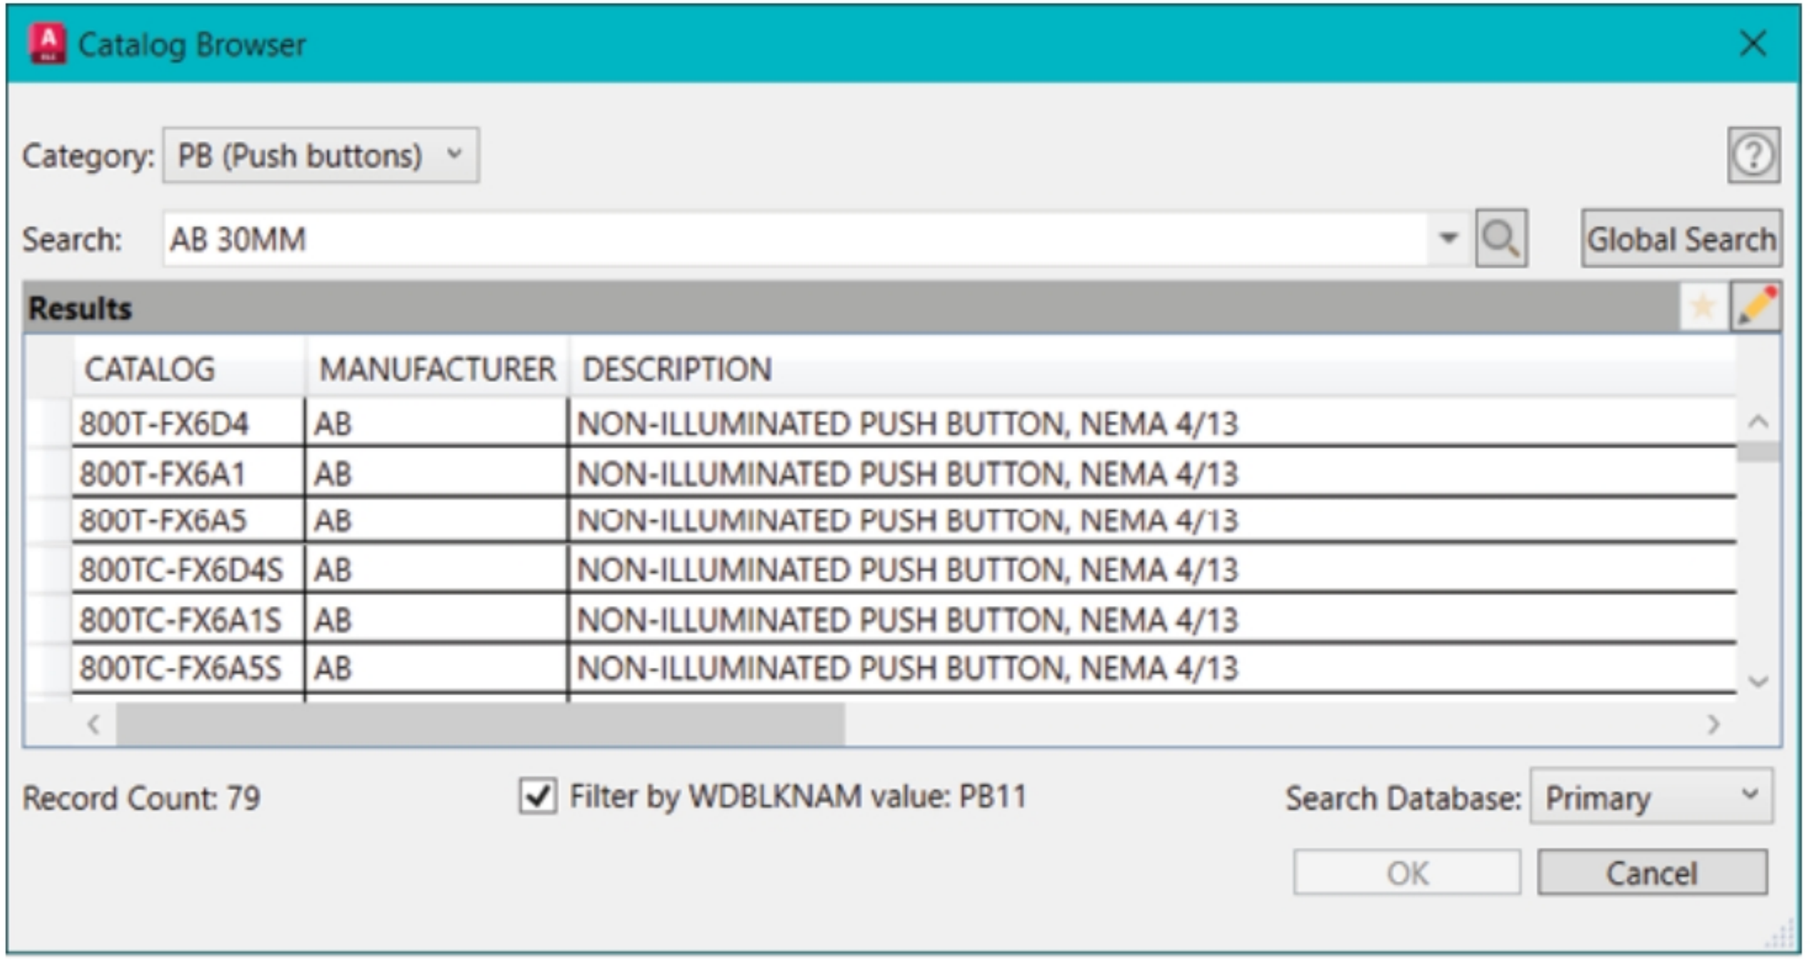

Figure-16. Catalog Browser dialog box
- Instead of specifying all the parameters related to Catalog data, you can pick desired component's details from the library of standard components in AutoCAD Electrical. To do so, click on the **Lookup** button in this area. The **Catalog Browser** dialog box will be displayed as shown in Figure-16.